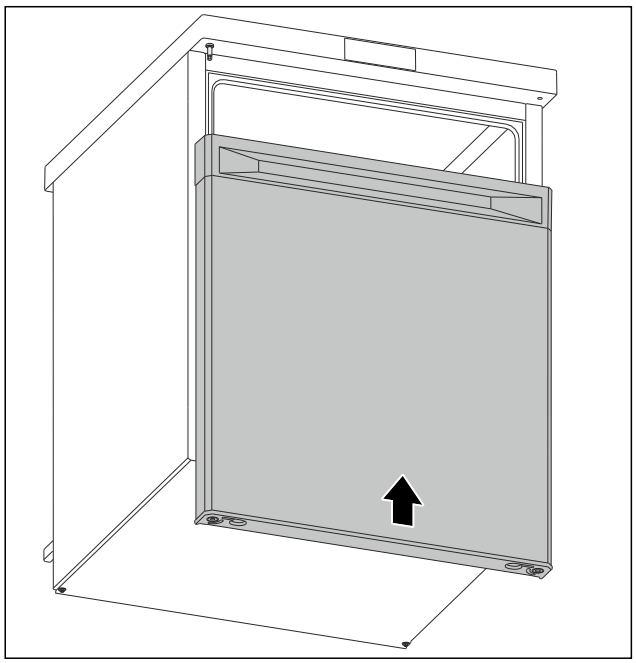

Fig. 15
▶ Skyv døren i lukket tilstand på den øvre bolten. (se Fig. 15)